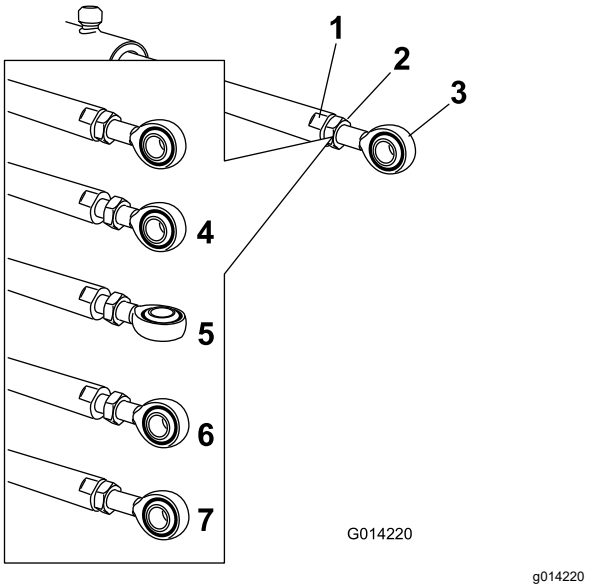

Figure 119
5. Hold the actuator rod at the flats of the rod using a wrench, then loosen the jam nut (Figure 119).
6. Turn the rod end in the actuator rod to shorten or lengthen the extended actuator to the desired position (Figure 119).